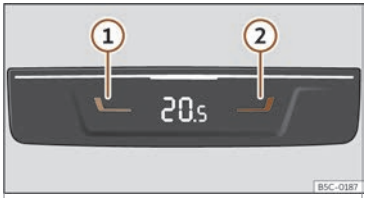

Fig. 133 A la part posterior de la consola central:comandaments per a les places del darrere.
- Premeu les tecles ① i ②››› **fig. 133** per ajustar la temperatura de la zona posterior.